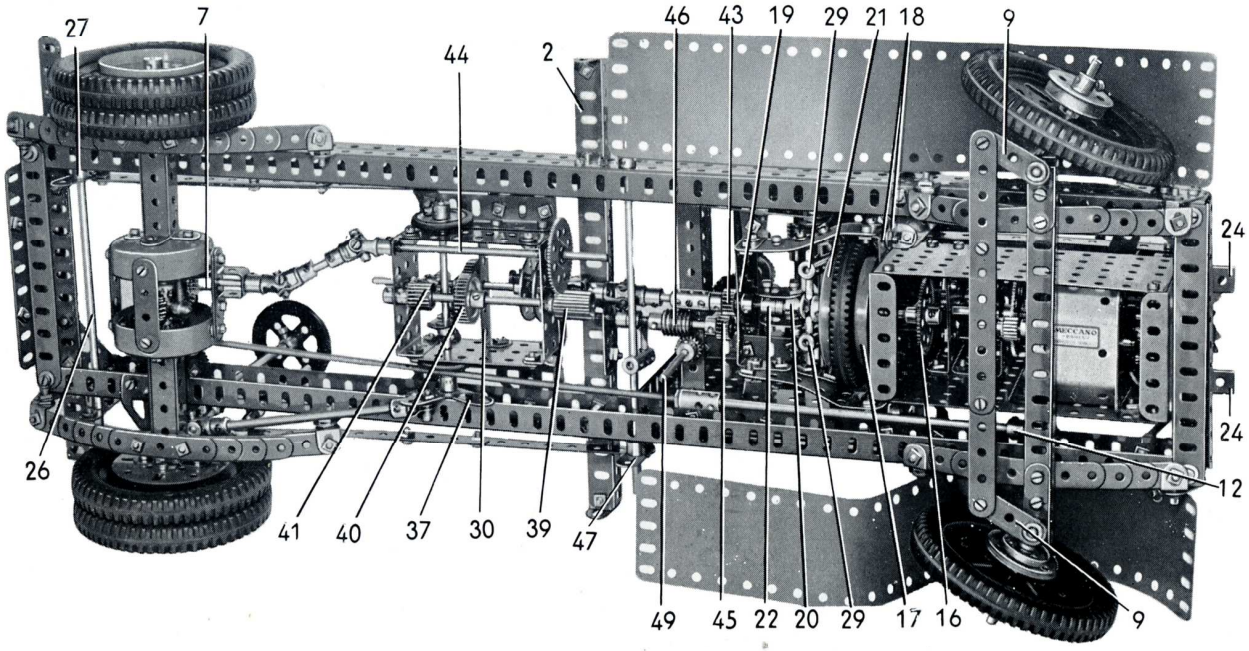
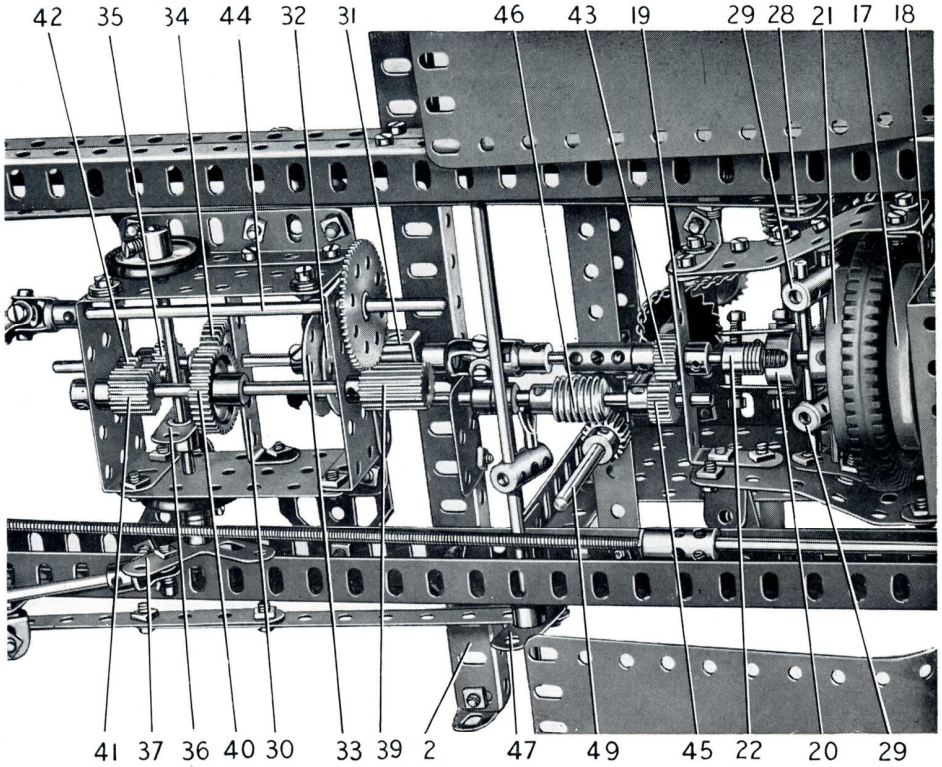

FIG. 4 *Cette vue de dessous du châssis du chasse neige montre la disposition de l'entraînement des roues avant.*
FIG. 6 *Vue de détail des mécanismes d'embrayage et de la boîte de vitesses du chasse-neige.*
L'essieu arrière et la direction (Fig. 4)
La tige filetée est réunie par un accouplement taraudé à une tringle de 16,5 cm. qui porte un accouplement à cardan (12) (fig. 4). La partie centrale de l'accouplement à cardan est fixée à l'extrémité de la tringle de 4 cm. tenue dans le support de rampe avec collier.
Le moteur et l'embrayage (Fig. 4, 5 et 6)
La pédale d'embrayage se construit en boulonnant une bande de 7 trous sur un bras de manivelle double fixé à une extrémité de la tringle de 16,5 cm. (26) (fig. 4). Cette tringle traverse le devant du châssis et elle porte un autre bras de manivelle double (27). Une bande composée est fixée à l'aide de contre-écrous sur le bras de manivelle double (27) et sur un bras de manivelle (28) (fig. 6) fixé sur une tringle de 9 cm. Cette dernière passe dans des plaques triangulaires de 25 mm. boulonnées sur les poutrelles plates de 6 trous du carter de l'embrayage. Deux accouplements (29) montés sur la tringle de 9 cm. portent des tringles de 2,5 cm. qui viennent se loger dans la gorge de l'accouplement jumelé à douille (20). La bande composée est constituée par une bande de 25 trous prolongée à une extrémité par deux bandes de 11 trous placées l'une sur l'autre. Les bandes de 11 trous recouvrent la bande de 25 trous sur 4 trous. Un ressort attaché à la bande composée en un point situé à deux trous de l'avant du bras de manivelle (28) est boulonné par son autre extrémité sur le châssis de façon à former un ressort de rappel pour la pédale d'embrayage.
Détails de la boîte de vitesses (Fig. 4 et 6)
un écrou et un boulon dans l'accouplement jumelé. Un boulon de 9,5 mm. qui passe dans le trou allongé de chaque support plat est vissé dans une bague d'arrêt (22) montée sur l'arbre de sortie de l'embrayage (fig. 6). Cet arbre est une tringle de 6 cm. et un ressort de compression et quatre rondelles sont placés sur cette tringle entre la bague d'arrêt (22) et l'accouplement jumelé à douille. Une seconde bague d'arrêt est fixée sur l'arbre, tout près de la bande coudée (19). Le ressort de compression appuie le boudin de roue (21) et le pneu de la poulie de 5 cm. contre le boudin de roue (17), de façon à former un entraînement à friction.
Une tringle de 9 cm. passe dans la bande coudée (19) (fig. 6) et dans une poutrelle plate de 3 trous boulonnée sur la cornière (2). Cette tringle porte un pignon de 19 dents (45) et une vis sans fin (46), et en faisant coulisser la tringle, le pignon peut être amené en contact avec le pignon (43) de l'arbre de l'embrayage. Le mouvement de la tringle est commandé par une fourchette de centrage qui vient se loger entre la vis sans fin (46) et une bague d'arrêt. La fourchette est tenue dans un accouplement fixé sur une tringle de 20 cm. qui traverse le châssis, et un bras de manivelle double (47) est fixé également sur cette tringle. Une bande composée est fixée sur le bras de manivelle double à l'aide de contre-écrous et sur un raccord de tringle et bande monté sur un levier (48) (fig. 3). Le levier est une tringle de 10 cm. fixée dans un
La tringle de 9 cm. peut coulisser dans ses supports, mais elle est entraînée par l'arbre d'entrée par l'intermédiaire des roues barillet et des boulons-pivots. Le mouvement de coulisse de la tringle est commandé par un boulon de 12 mm. fixé sur un bras de manivelle double (36) (fig. 6). Le boulon vient se loger entre la roue (34) et le pignon (35), et le bras de manivelle double est fixé sur une tringle de 11,5 cm. qui traverse le carter. La tringle est tenue en place par deux poulies de 25 mm. munies d'anneaux de caoutchouc qui appuient contre le carter et qui empêchent la tringle de tourner trop facilement. Un levier d'angle (37) est également fixé sur la tringle de 11,5 cm. et une petite chape d'articulation de 2 mm. pivote sur un boulon de 12 mm. tenu dans l'un des bras du levier d'angle par deux écrous. La petite chape d'articulation est réunie par une tringle de 13 cm. à une petite chape d'articulation qui pivote sur deux boulons vissés dans une bague d'arrêt à l'extrémité inférieure d'un levier (38) (fig. 3). Ce levier est une tringle de 13 cm. fixée dans un support de rampe monté sur le châssis à l'aide de contre-écrous.
L'arbre entraîné est une tringle de 10 cm. qui porte un pignon de 19 dents et de 19 mm. de largeur (39), une roue de 38 dents (40) et un pignon de 19 dents et de 12 mm. de largeur (41). Un pignon de 19 dents (42) qui sert pour la marche arrière tourne sur un boulon de 19 mm. fixé sur l'arrière du carter de la boîte par deux écrous. Quand on déplace la tringle de 9 cm. vers la droite (fig. 6), les roues de 38 dents viennent en contact et donnent la marche avant. Quand la tringle coulisse vers la gauche, les trois pignons de 19 dents engrènent l'un avec l'autre et donnent la marche arrière.